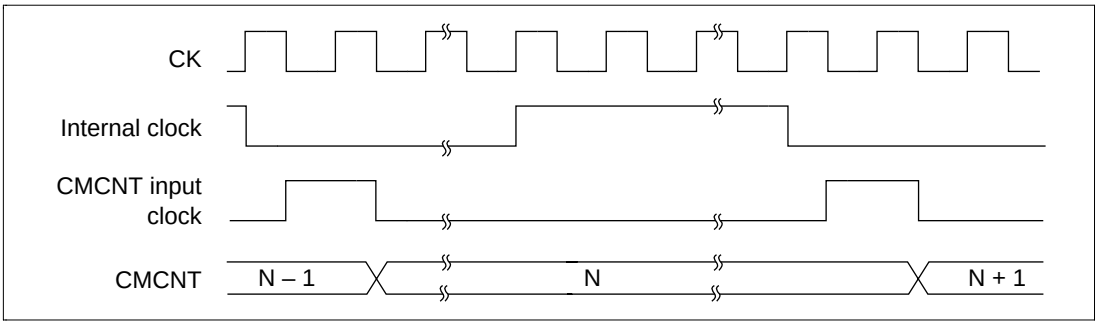

Figure 17.3 Count Timing
One of four clocks (ϕ/8, ϕ/32, ϕ/128, ϕ/512) obtained by dividing the system clock (CK) can be selected by the CKS1, CKS0 bits of the CMCSR. Figure 17.3 shows the timing.